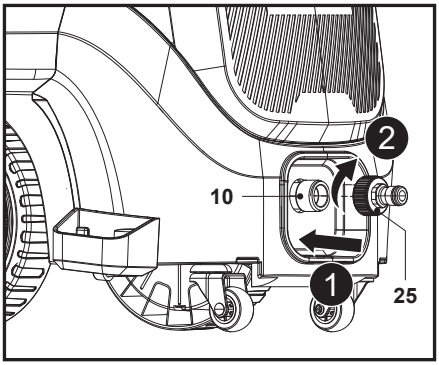

Fig. 9
Alinhe e aperte o adaptador de entrada de água (25) no conetor de entrada de água (10) na parte dianteira da máquina (Fig. 9, passos 1, 2).